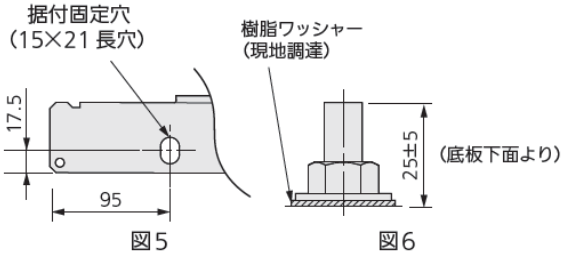

図5　図6
- 防振ゴム、架台等は必ず足の奥部までを受けるようにしてください。また上部からの固定用ワッシャーは据付固定穴より大きい物を使用してください。（図 5）